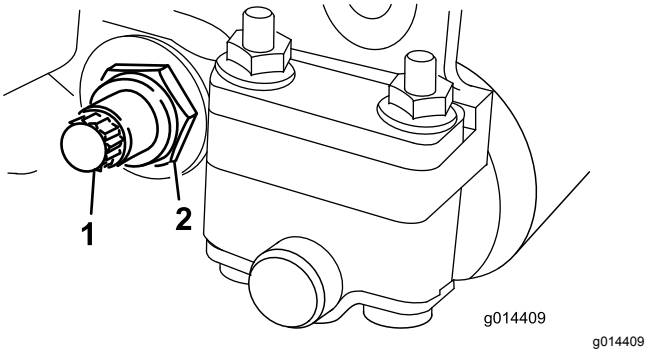

**Figur 20**
3. Lossa kontramuttern som håller fast låsmuttern till underknivsstången på vardera sidan av maskinen (Figur 20).
4. Ta bort alla skruvar från underknivsstången så att denna kan dras nedåt och avlägsnas från maskinen (Figur 20).